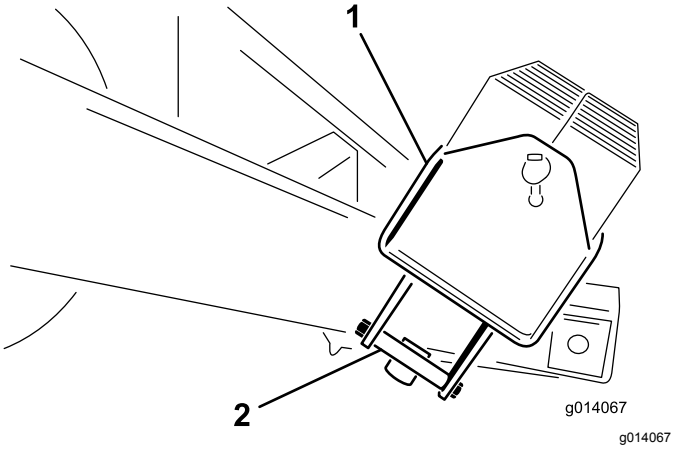

Rysunek 5
2. Wykręć śruby (1/2 x 5-1/2) cala ze wspornika montażowego skrzyni wagowej. Wyrzuć wsporniki montażowe (Rysunek 5).